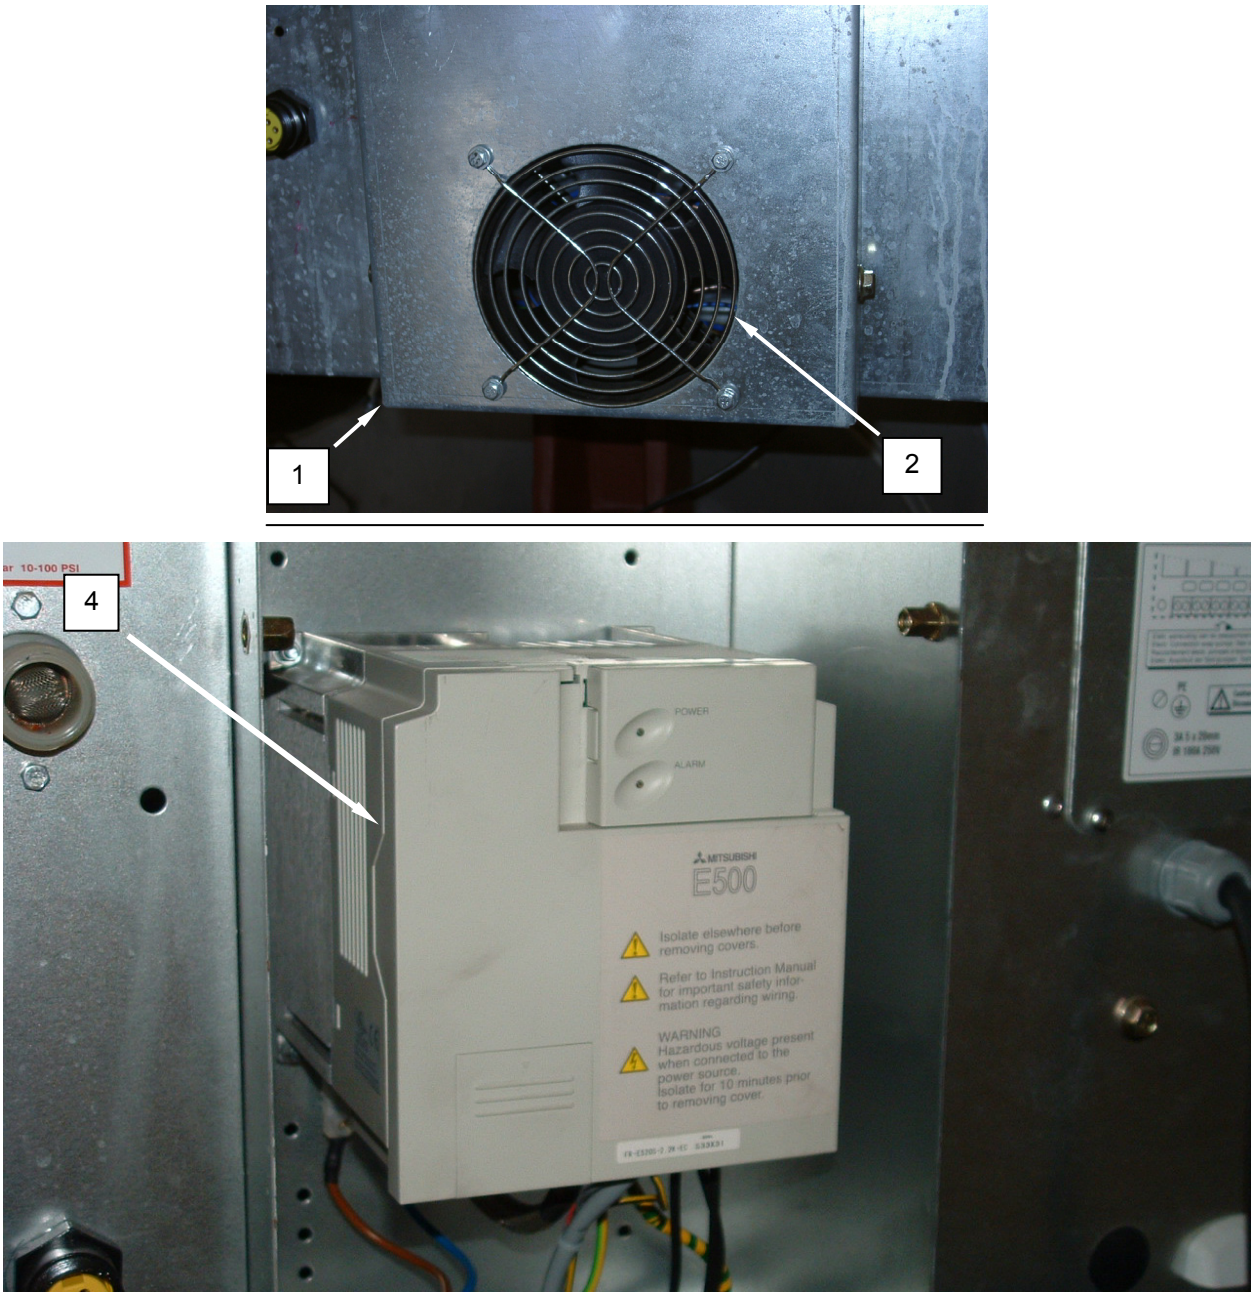

Figure 3. Replace the Washer Variable Frequency Drive.
2. Remove screws retaining inverter box cover **(Figure 3, Item 1)**, and remove cover.
3. Tag and disconnect wiring from fan **(Figure 3, Item 2)**.
5. Release tabs retaining inverter cover **(Figure 3, Item 4)**, and remove cover.
9. Release tabs retaining inverter cover **(Figure 3, Item 4)**, and remove cover.
11. Connect wiring to fan **(Figure 3, Item 2)**.
12. Install inverter box cover **(Figure 3, Item 1)** and retain with screws.